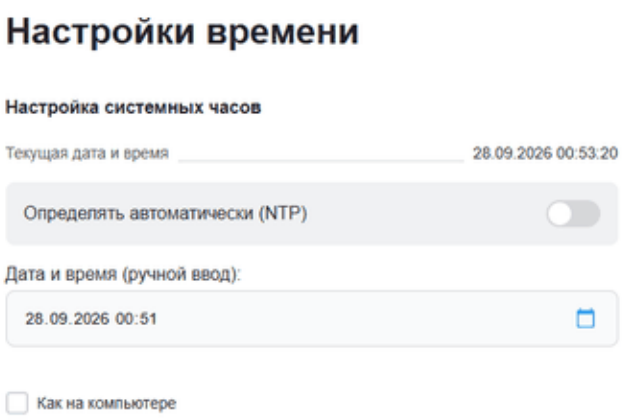

Рисунок 13 – Ручная настройка времени
2.7.1 SIP-настройки выполняются в меню «Настройки SIP» (рисунок 13).